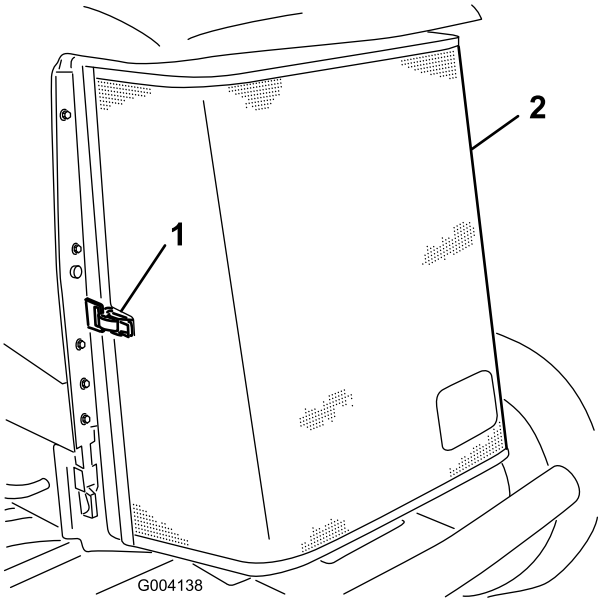

**Figur 66**
3. Lås klemmen op, og drej kølergitteret for at åbne det (Figur 66).